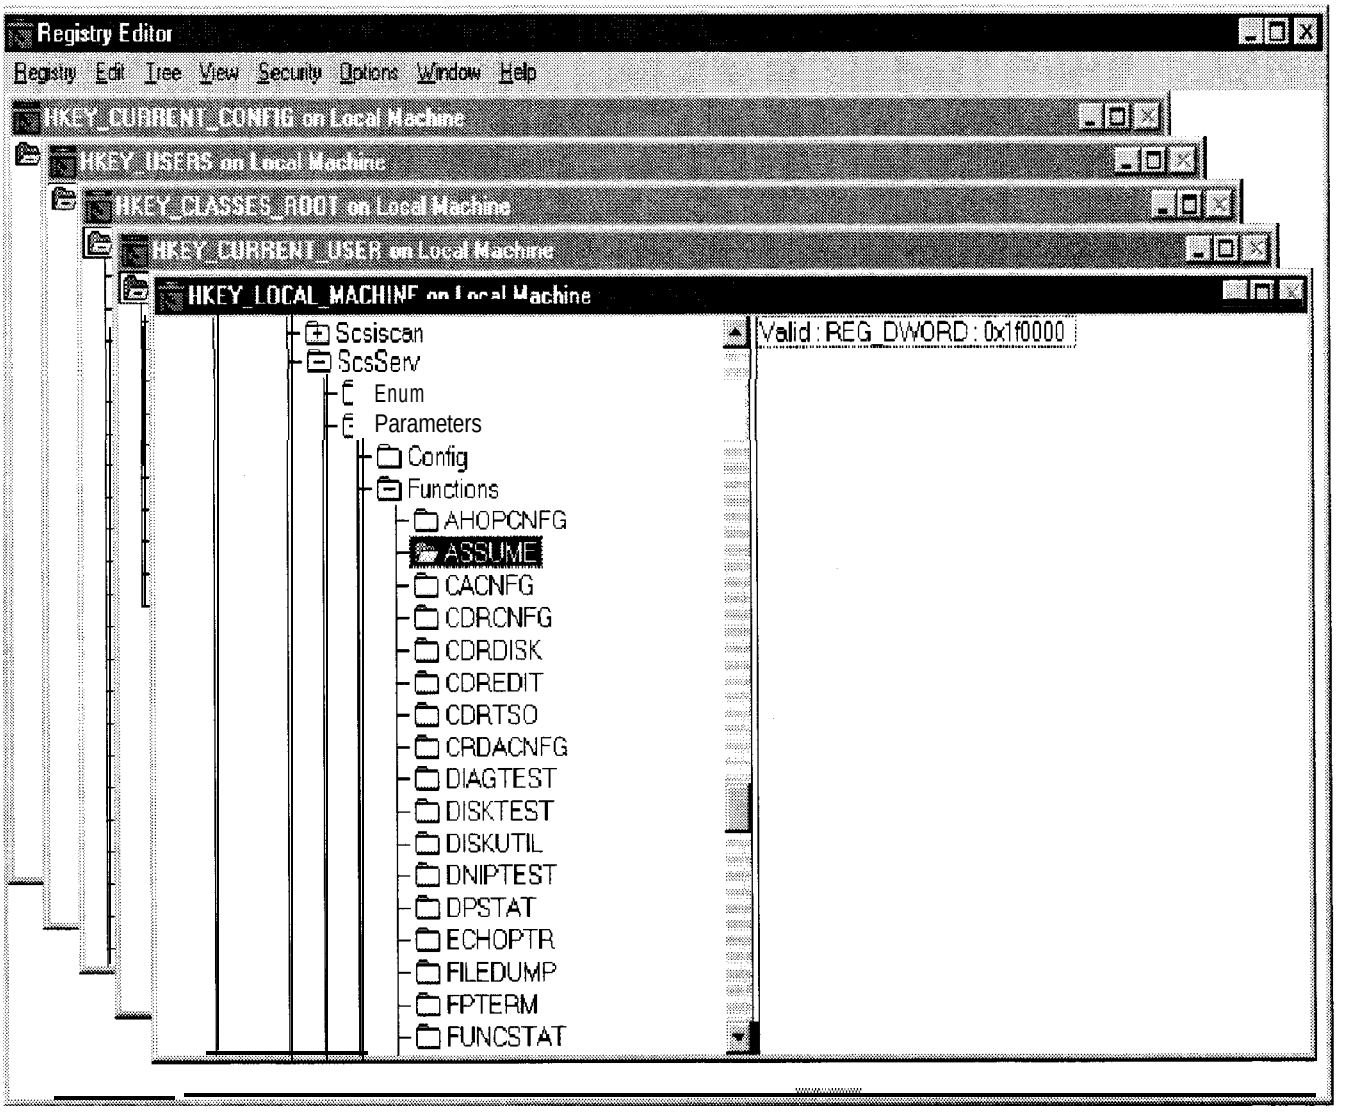

FIGURE 4-170. REGISTRY EDITOR WINDOW
1. Windows NT stores its configuration information in a database that is organized in a tree type format. Registry Editor (Figure 4-170) enables you to inspect and modify the default preferences in the Registry. **Normally, you should not need to do so, and in fact, you are liable to break your system if you make incorrect changes.** We expect that most administrators will not allow their users to run Registry Editor.